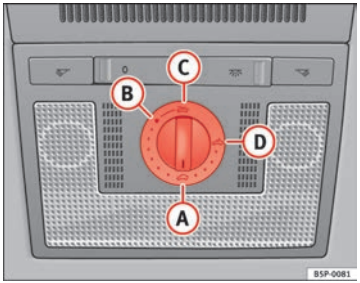

**Fig. 70 Roof lining description: sliding/tilting sunroof rotary knob**
– Turn the rotary button to position (A) ⇒ Fig. 70 ⇒ ⚠.